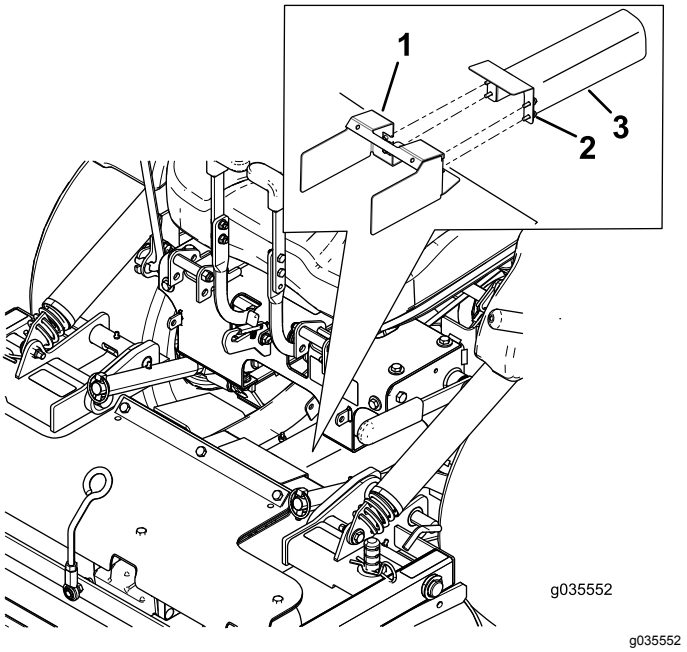

Figur 9
5. Lossa skruvarna och ta bort metallskydden enligt Figur 9.
2. Montera metallskydden och skruvarna enligt Figur 9.